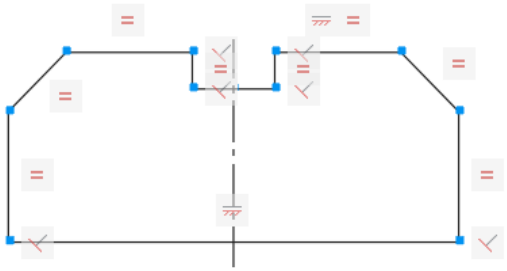

Figure 1-10 *Sketch after drawing the centerline*
8. Draw a vertical centerline that passes through the midpoint of the horizontal line at the bottom, as shown in Figure 1-10.